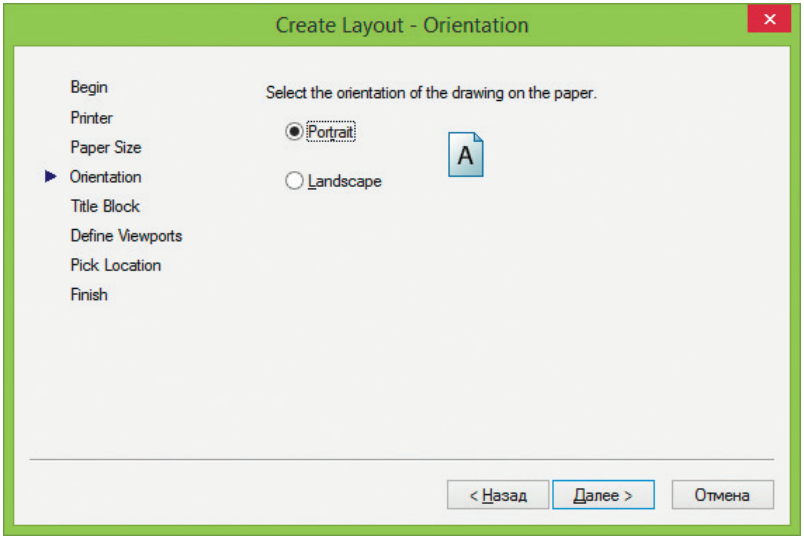

Рис. 15.6. Диалоговое окно Мастера компоновки листа, ориентация
- **Orientation** – выбор ориентации чертежа на листе (рис. 15.6):